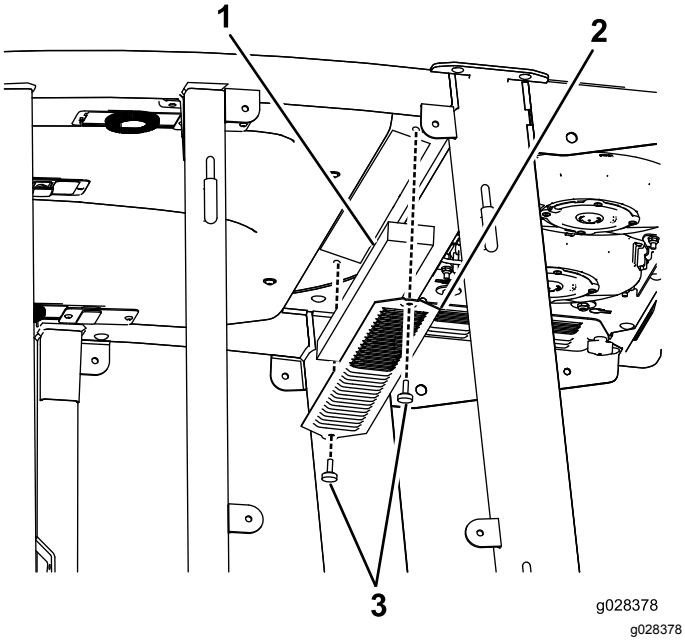

Figur 112
1. Ta bort de skruvar och galler som sitter över luftfiltren i och bakom hytten (Figur 112).